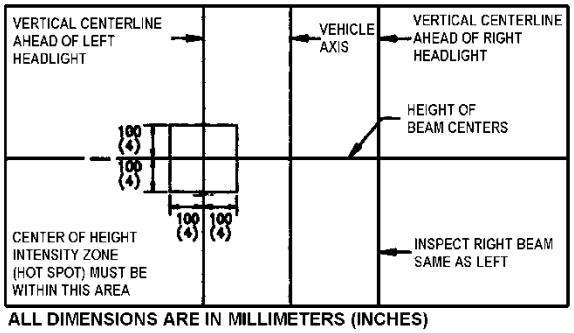

FIGURE 105: AIM INSPECTION LIMITS FOR UPPER-BEAM HEADLAMPS
5. Low beam headlamps are aimed so that the top edge (the cutoff) of the high-intensity zone is at the vertical location as per Table 1 and the left edge of the high-intensity zone is at the vertical centerline of the headlamp (Figure 105).